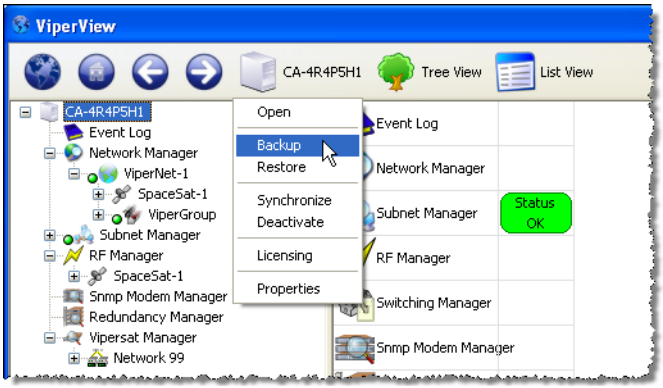

Figure 6-29 Backup Command, VMS Server Menu
1. Right-click on the VMS Server icon in the ViperView main menu bar and select the **Backup** command from the drop-down menu (figure 6-29).